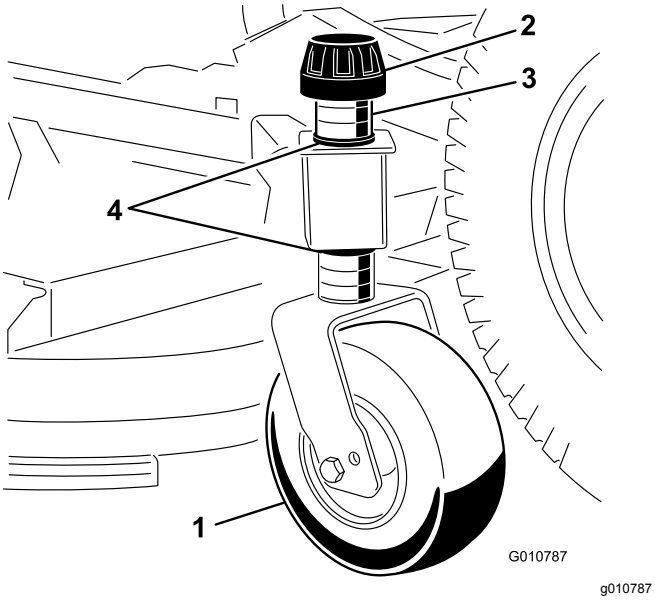

Figuur 10
1. Verwijder het klemkapje waarmee het maatwiel is bevestigd aan de beugels van het maaidek (Figuur 10).